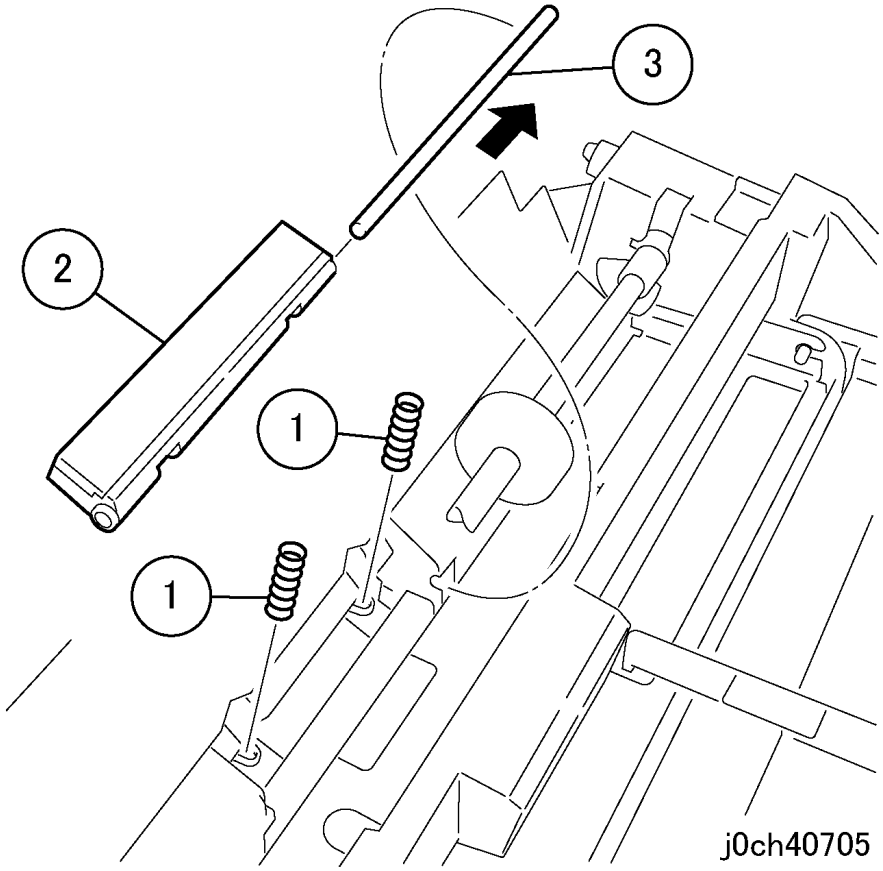

Рисунок 3 Снятие тормозной площадки МРТ (j0ch40705)
4. Снимите тормозную площадку МРТ (рисунок 3).